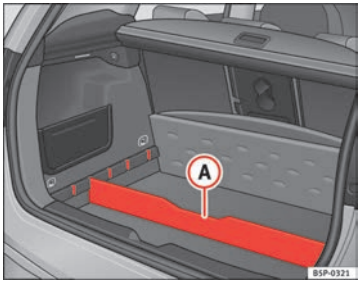

Fig. 105 Portaoggetti variabile pavimento bagagliaio
– Collocare il separatore (A) ⇒ fig. 105, nelle fessure laterali, a seconda delle dimensioni degli oggetti da trasportare. Sotto al vano portaoggetti si trovano gli attrezzi di bordo e la ruota di scorta.